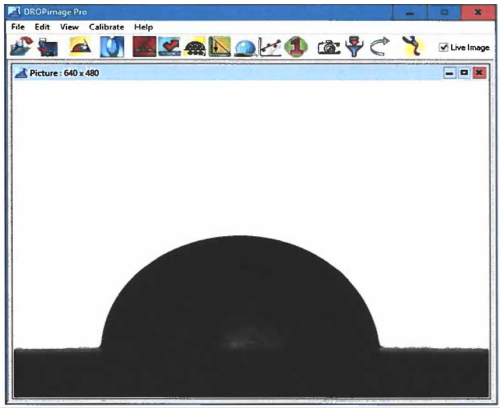

Figure 1 Main DropImage widnow.
6. Start DropImage software, you should see a live image if not check the Live Image box in the top right of the image, Figure 1.